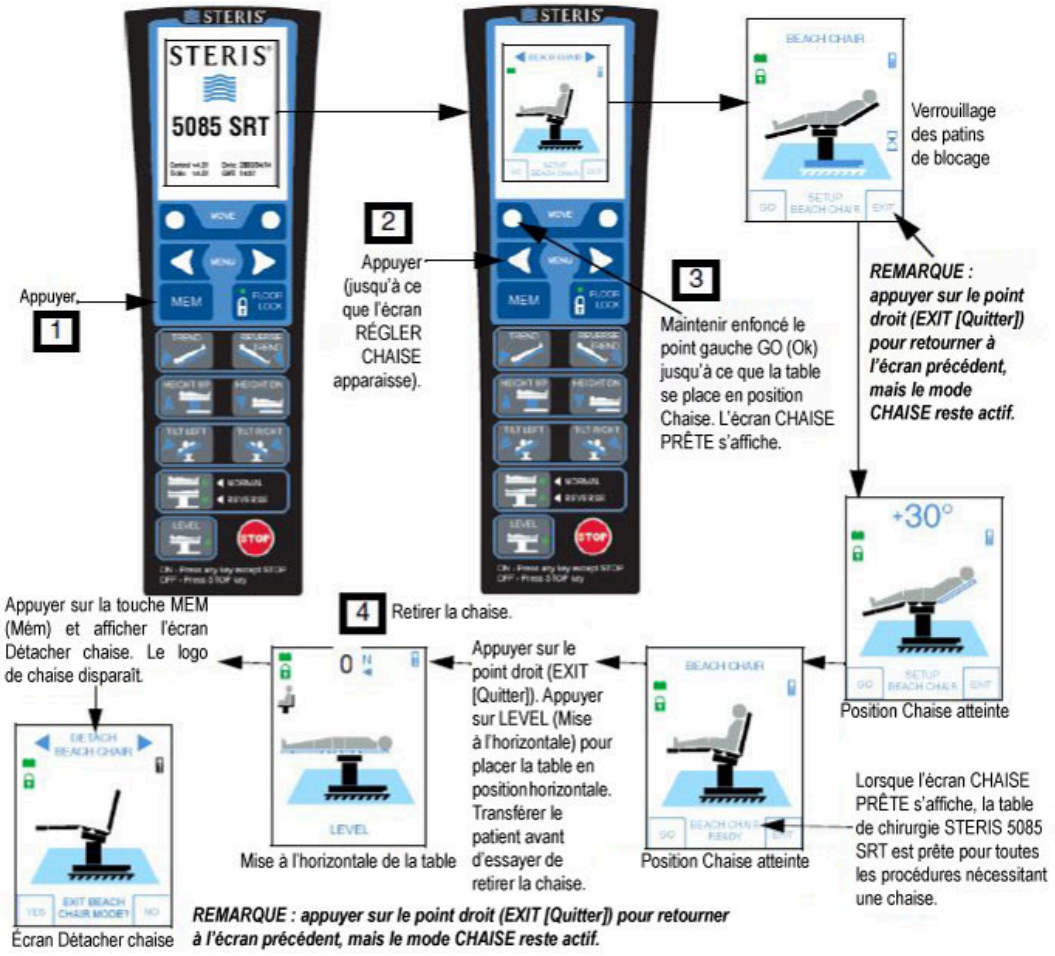

Figure 5-6. Fonction chaise de la table, mode automatique
7. **Placer la table de chirurgie en mode Chaise comme indiqué dans la *Figure 5-6*.**